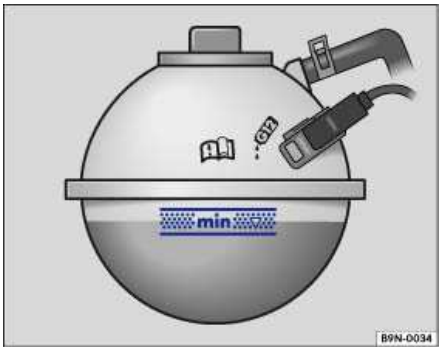

Fig. 147 Coolant expansion tank in the engine compartment.
- When the engine is cold, check the engine coolant level relative to the marking on the side of the expansion tank ⇒ fig. 147.
- The engine coolant level must be inside the marks on the side of the reservoir ⇒ fig. 147. **Do not fill above the top edge of the filling range!** ⇒ ⓘ
- **Refill engine coolant only up to the top edge of the marked fill range ⇒ fig. 147. Excess engine coolant may be forced out of the engine cooling system when it gets hot and cause damage.**